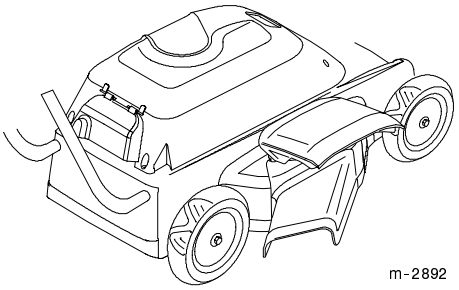

Abbildung 10
3. Die Verschlußklappe oben auf die Seite der Auswurfvorrichtung herunterlassen (Abb. 10).